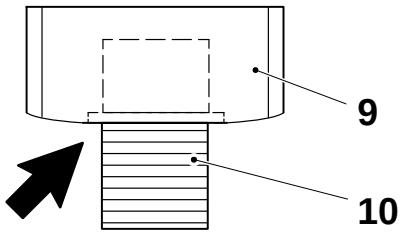

Fig.1
Make sure the pivot pin flange is in level with the bottom of the bearing housing (9), see fig. 1.